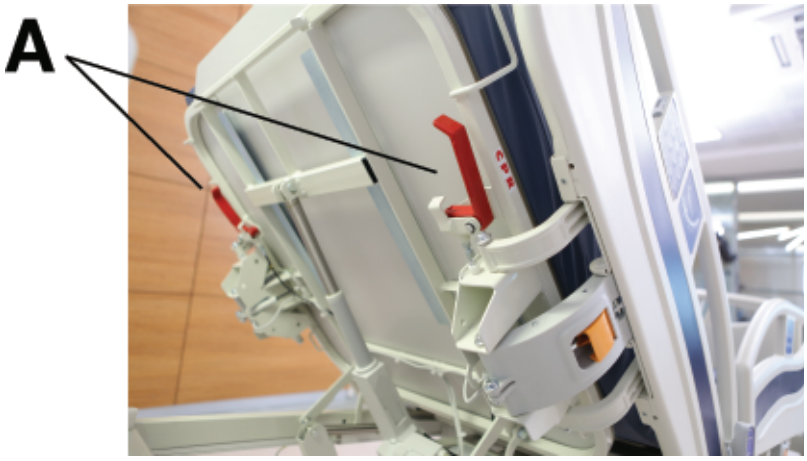

Abbildung 13 – Schnellfreigabe zur Reanimation
1. Einen der Hebel (A) greifen und nach außen ziehen (Abbildung 13).